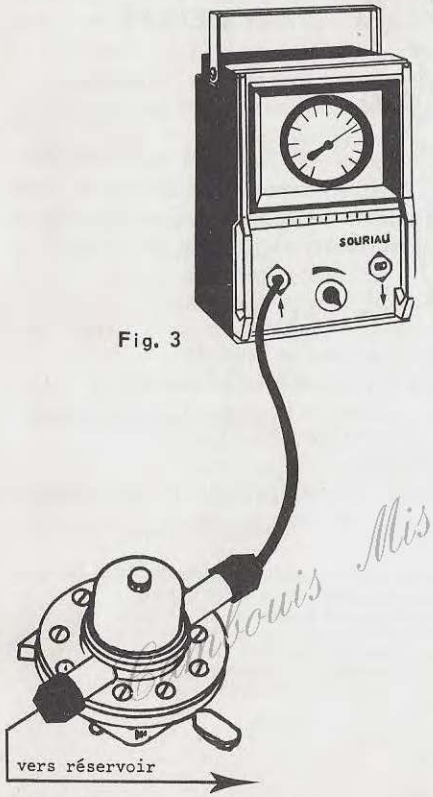

Fig. 3
A) BRANCHEMENT : Voir figure ci-contre (Fig. 3)